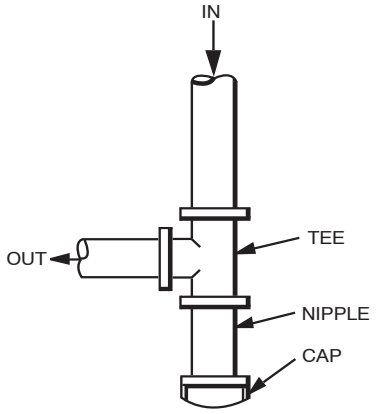

Fig. 9 - Sediment Trap
4. Install sediment trap in riser leading to heating section (See Fig. 9). This drip leg functions as a trap for dirt and condensate.